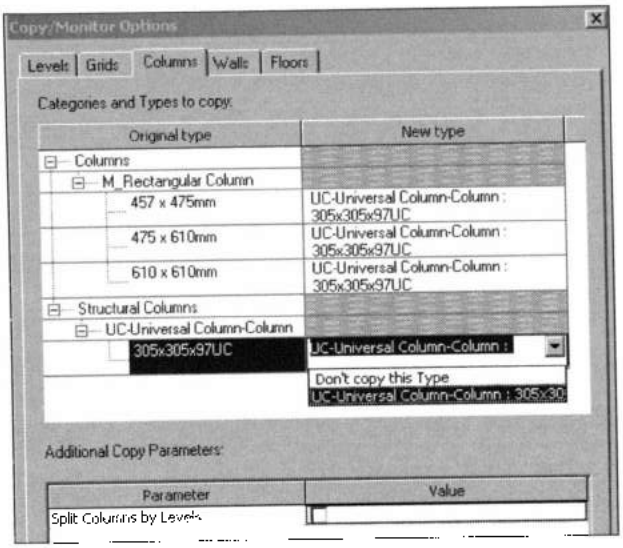

Рис. 31.6. *Копирование элементов из связанного проекта*
2. На ленте в разделе **Tools** (Инструменты) открыть кнопкой **Options** (Параметры) бокс **Copy/Monitor Options** (Параметры копирования/наблюдения) (рис. 31.6). Для каждой использованной в связанной модели категории элементов включена соответствующая вкладка, на которых можно сделать копии уровней, сеток, стен, перекрытий и колонн отличными от оригинала. В графе **Original Type** (Исходный типоразмер) приводится список всех типоразмеров элементов, загруженных в связанный проект. По умолчанию исходный тип в связанной модели приводится к соответствующему по умолчанию типу в основном файле.